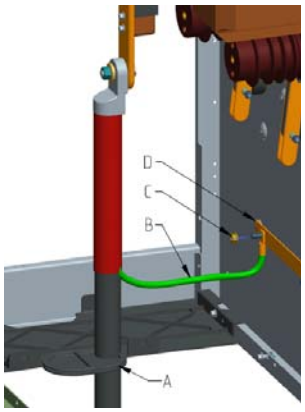

Figure 4.7.9
- Faire glisser le caoutchouc de traverse (Figure 4.7.9 A) à la bonne hauteur.
- Raccorder le câble de terre (Figure 4.7.9 B) à l'aide de l'écrou (Figure 4.7.9 C) à la barrette de terre (Figure 4.7.9 D).